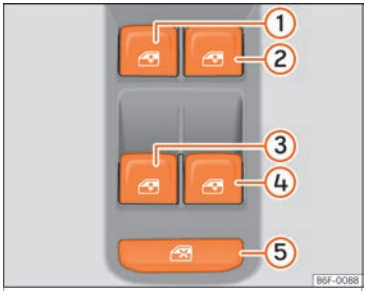

Fig. 95 Detail of the driver's door: window controls.
The safety control ››› Fig. 95 (5) on the driver door can be used to disable the electric window buttons on the rear doors.